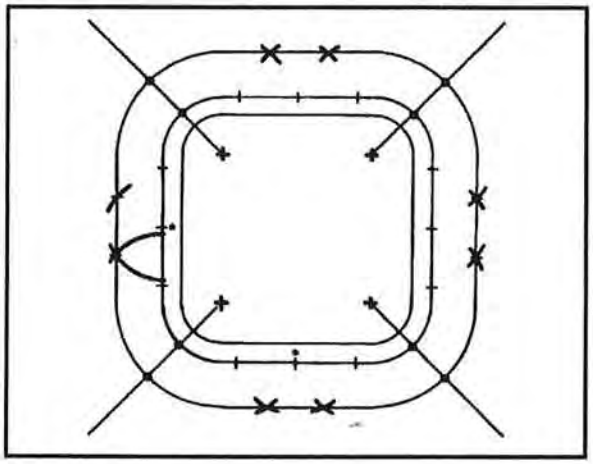

Figure 8-20. Bisecting rivets
- Establish rivet pitch on the second row. Extend the reference lines across the second row to establish known rivet locations. Then bisect the rivets located on the straight lines in the first row (Figure 8-20).